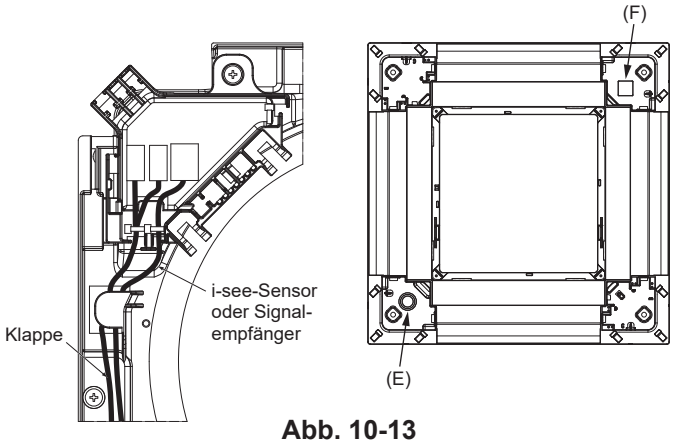

Abb. 10-13
- **Das i-see-Sensorkabel und das Signalempfängerkabel wie in Abb. 10-13 dargestellt verlegen.**